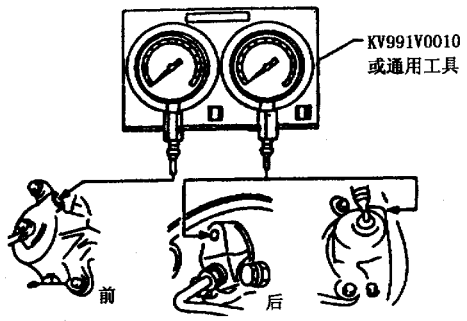

图 12－2－1　检查比例阀
(1) 如图 12－2－1 所示，将压力表接到前后轮制动器的左侧和右侧的放气阀上，从压力表上进行放气作业。